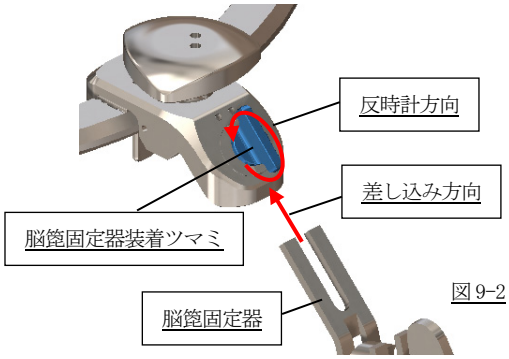

図 9-2
(2)-3 脳篭固定器装着ツマミを反時計方向に回し、抵抗を感じた時点で操作を止めてください。(図 9-2)
(2)-4 脳篭固定器を突起部に差し込んでください。(図 9-2)